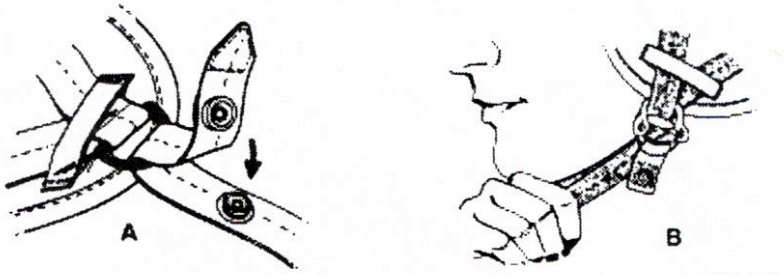

Figure 5. Adjusting Chinstrap
a. If not already done, insert the snap end of the chinstrap through the D-ring on the right side (as worn) of the retention assembly and fasten the snap as shown in Figure 5, View A.
c. Split the D-rings, loop the chin strap end back through inner D-ring, and pull the chin strap through both D-rings as shown in Figure 5, View B.
d. Tighten the chinstrap to the desired tension. Once the desired tension is achieved, the chinstrap can be fastened and unfastened via the snap as shown in Figure 5, View A.